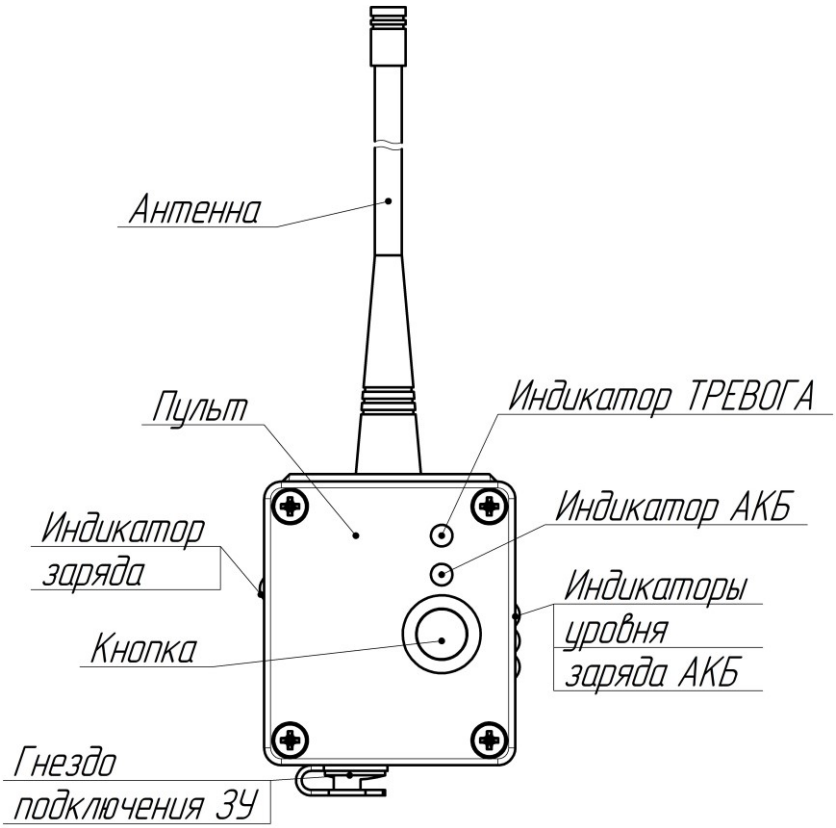

Рисунок 1.5 – Внешний вид ППК
1.4.1.3 ППК (см. рисунок 1.5) состоит из пластикового корпуса, внешней антенны РК, кнопки включения и управления режимами работы, светодиодных индикаторов и гнезда для подключения ЗУ. Внутри корпуса расположена плата управления, модуль РК и встроенный аккумулятор.